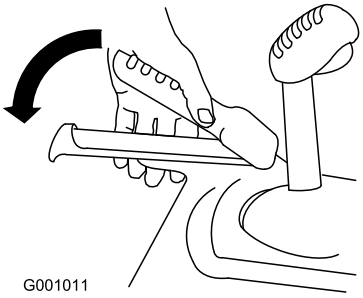

Рисунок 37
2. Прижмите рычаг тяги к рукоятке и удерживайте его на месте (Рисунок 37).